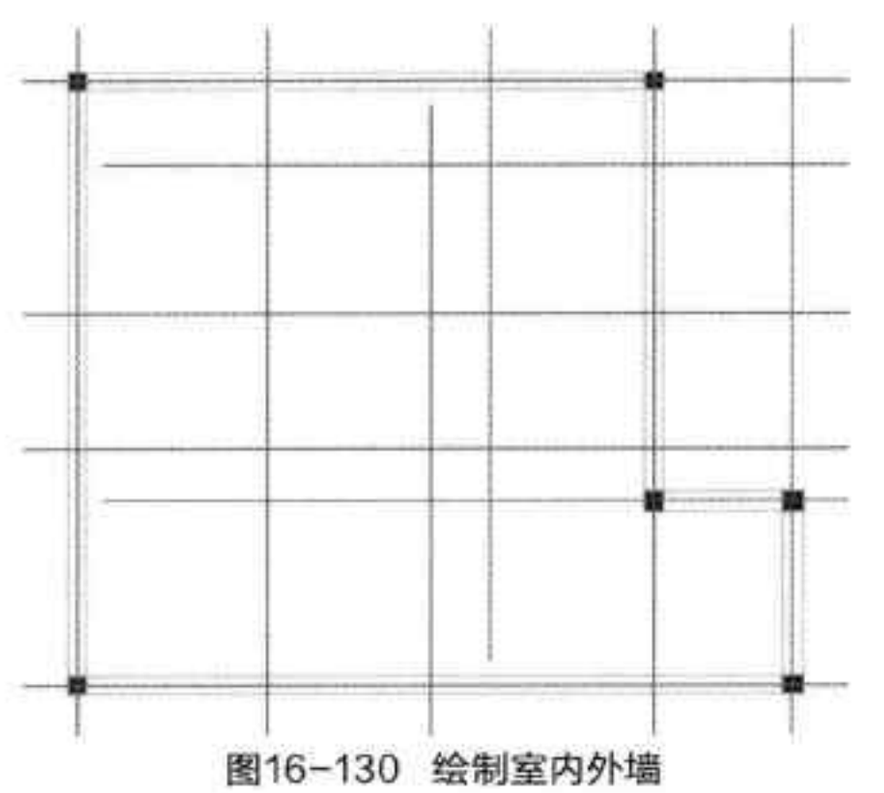

图16-130 绘制室内外墙
Step13 在绘图区域中，依次捕捉轴线端点，绘制室内外墙体，如图 16-130 所示。